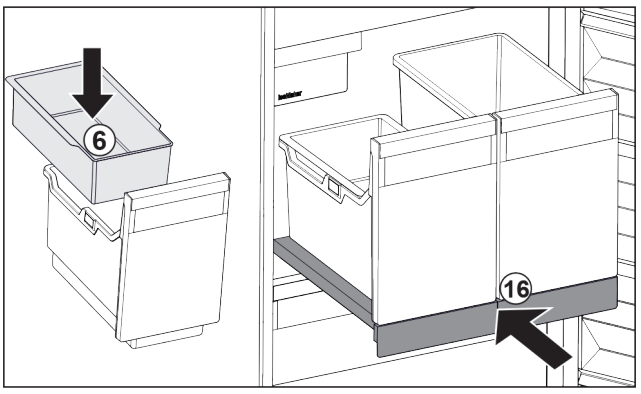

Fig. 96
▶ Insert hang-on tray *Fig. 96 (6)* for ice cubes.
▶ Slide in the pull-out board with (IceTower) container. *Fig. 96 (16)*